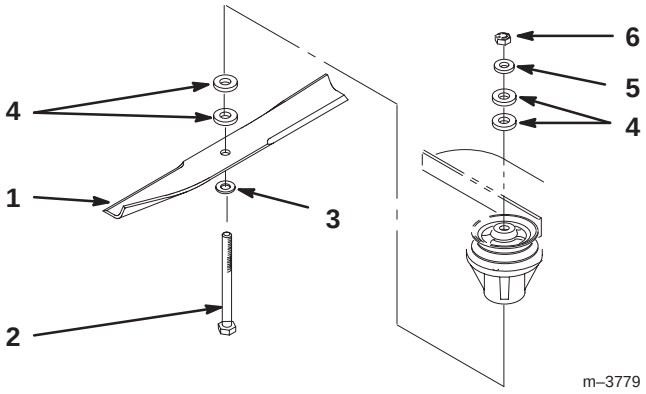

Figure 16
3. Hold the blade bolt and remove the nut (Fig. 16).
4. Slide the bolt down through the spindle, and change the spacers as needed (Fig. 16).
5. Insert a bolt, add extra spacers, and secure them with a thin washer and a nut (Fig. 16).